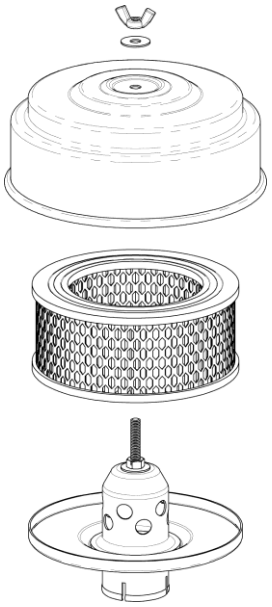

Abb. 6.2 – Luftfilterelement
B. AUSTAUSCH DES LUFTFILTERS (siehe Abb. 6.2)